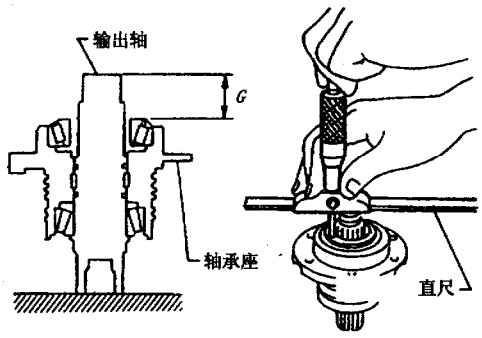

图 9－14－24
⑤如图 9－14－26 所示，测量 I 值。
⑥计算出 $T_2 = F - I$。
⑦选择合适的输出轴轴承调整衬垫厚度。
(2) 轴承座装到变速器壳体上。